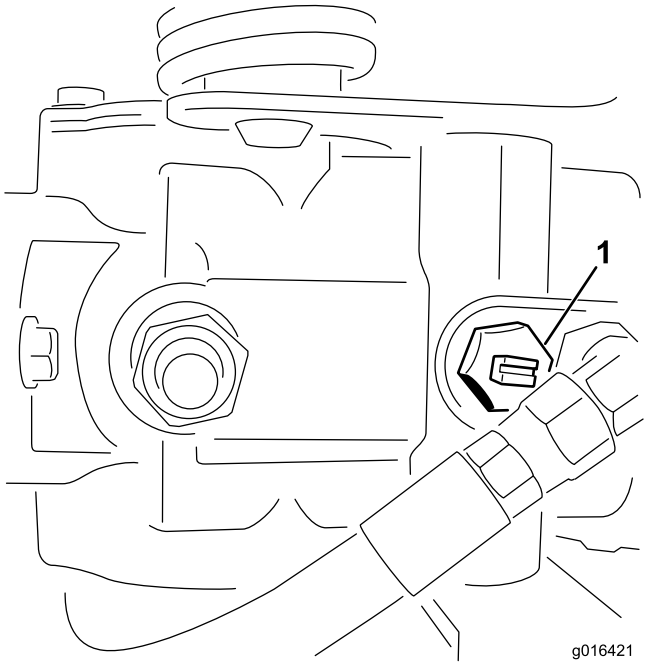

**Figur 32**
1. Find omløbsventilen på pumpen, og drej den, så rillen er vertikal (Figur 32).
2. Luk omløbsventilen ved at dreje den, så rillen er horisontal (Figur 32), før du starter motoren.